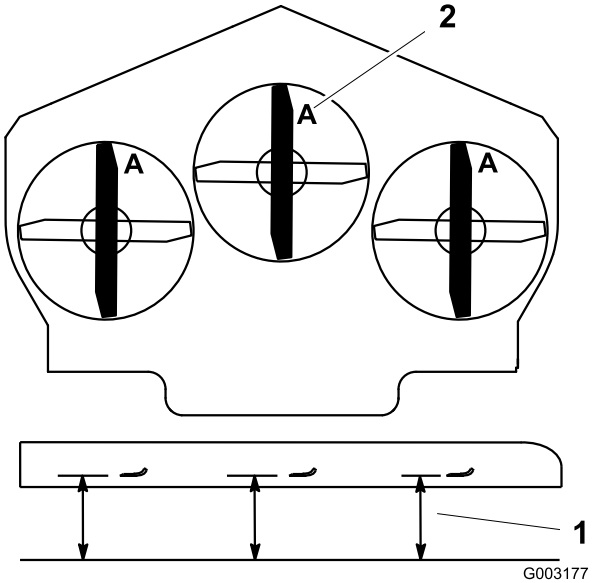

Figuur 80
3. Draai de messen totdat de uiteinden in de lengterichting liggen (Figuur 80). Meet de afstand tussen een horizontaal oppervlak en de snijrand, positie **A**, van de messen (Figuur 80). Noteer deze afstand.